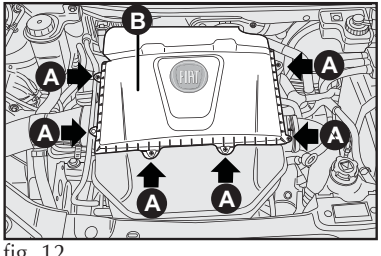

fig. 12
- Soltar os parafusos **A-fig. 12** e retirar a tampa **B-fig. 12**;